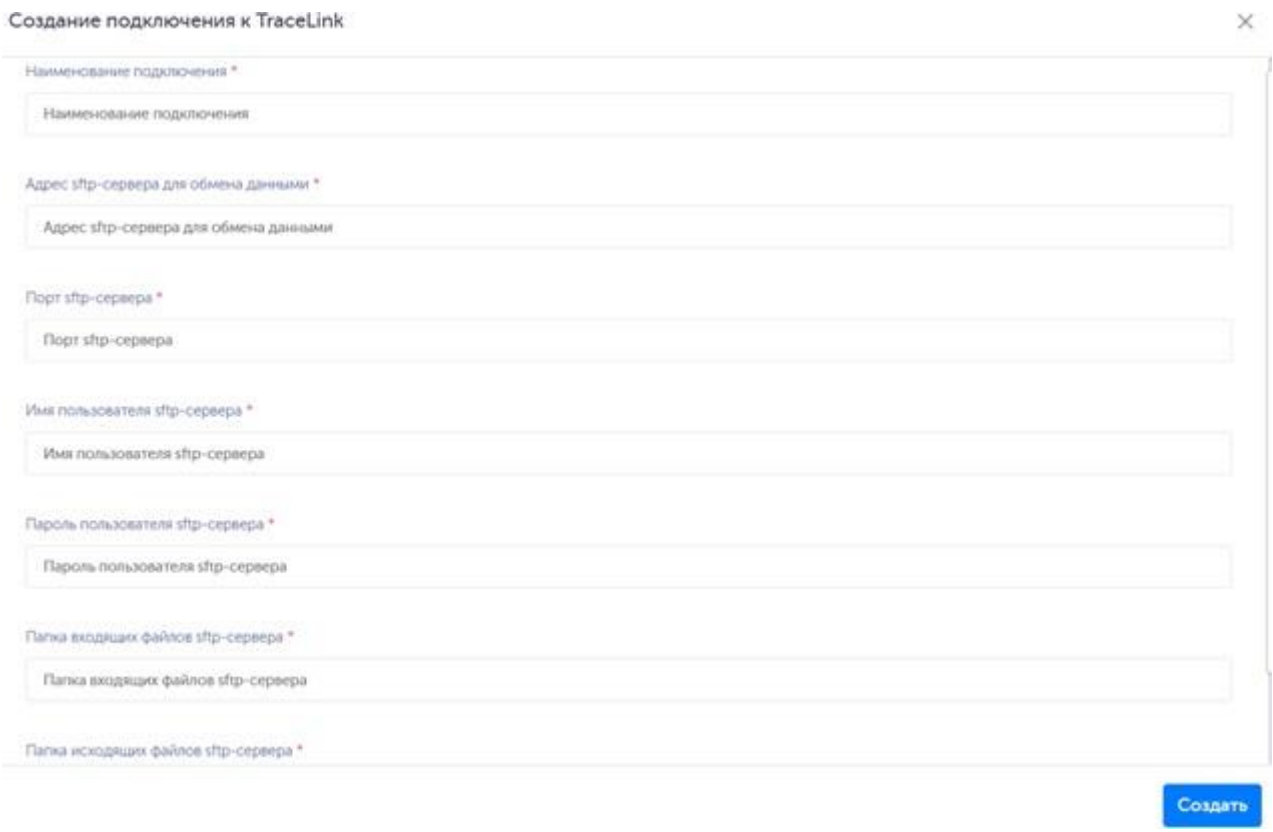

Рисунок 2-188
2) в открывшейся форме «Создание подключения к TraceLink» (Рисунок 2-188) заполнить соответствующие поля;